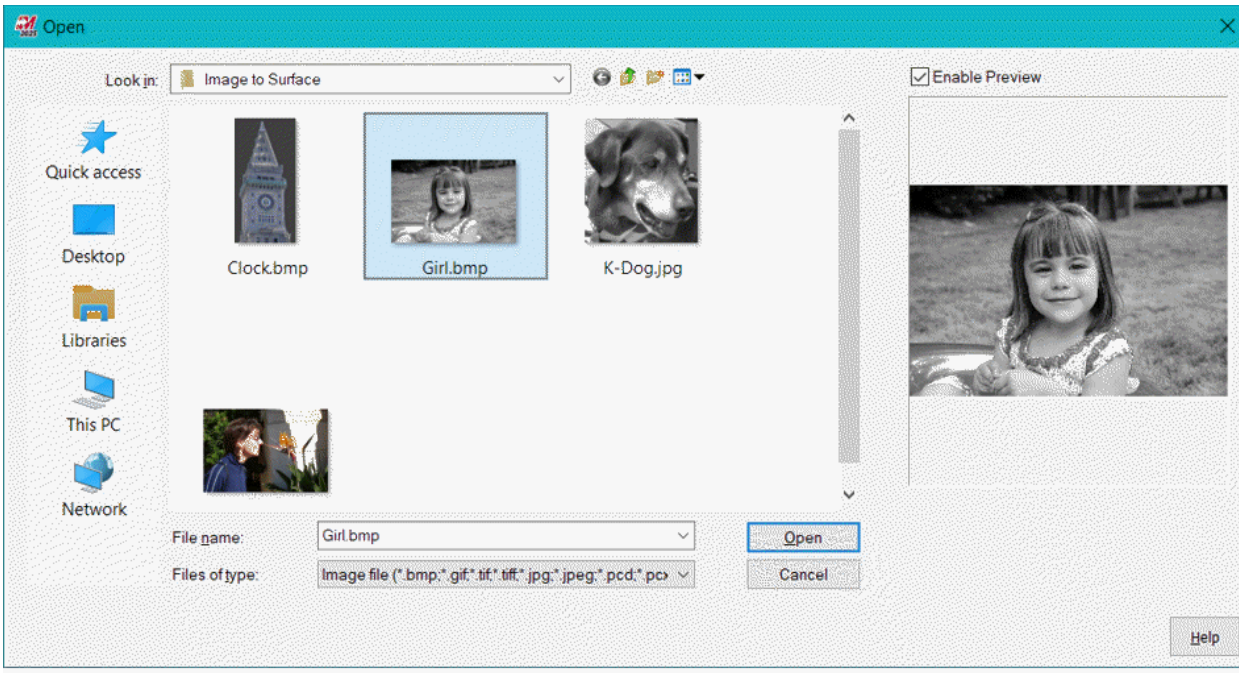

Figure-4. Open dialog box
- Click on the **From Image** tool from the **Base** panel in the **Art** tab of the **Ribbon**. The **Open** dialog box will be displayed; refer to Figure-4.